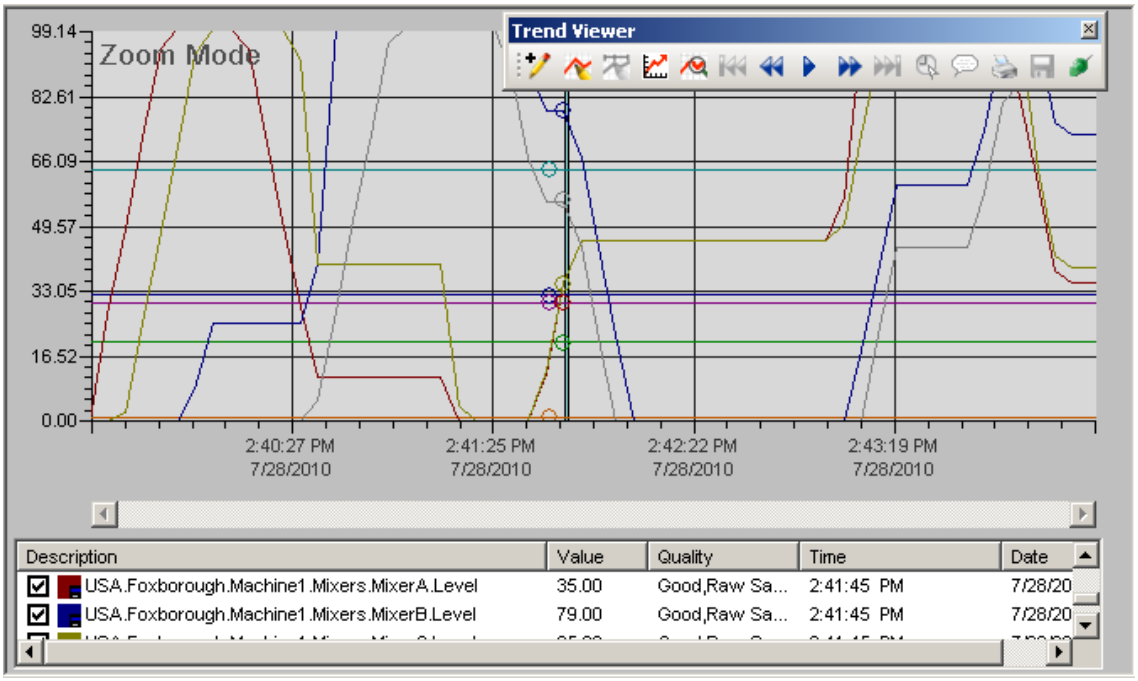

Figure L11.12 - Zoom into the Trend Window
5. Once the Trend Viewer is stopped, press and hold down the "Shift" key and drag the mouse pointer across the window to zoom into a particular area, as depicted in Figure L11.12.
Note: The display in Figure L11.12 is for reference only. Your display will not be populated with as much data.